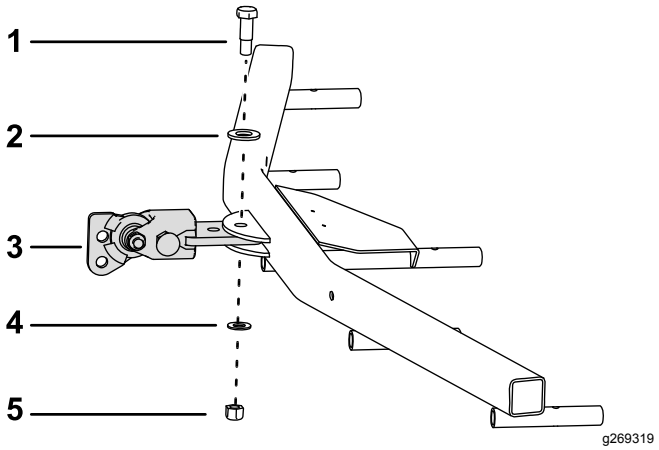

Figur 7
1. Montera fast dragkroksenheten på fjäderräfsan enligt Figur 7.